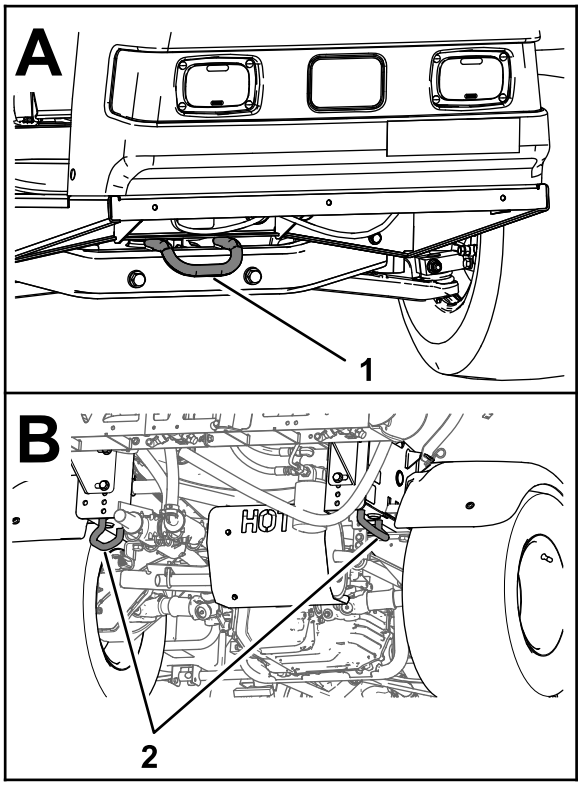

Rysunek 34
- Na czas transportu bezpiecznie zaczep maszynę; na Rysunek 34 pokazano pętle mocowania maszyny.